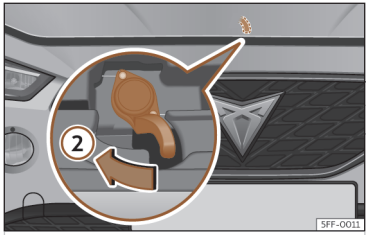

Fig. 209 Palanca bajo el capó.
- Para levantar el capó haga presión hacia la izquierda con la palma de la mano hacia abajo en la palanca situada debajo del capó, en el centro ››› **fig. 209** ②. Los ganchos de sujeción quedan desbloqueados.